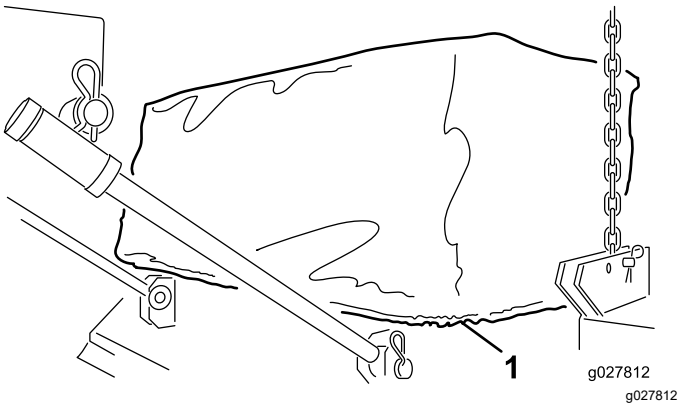

Figura 4
4. Instale el faldón de lona alrededor del reborde de la Versa Vac y los huecos de la carcasa (Figura 4).